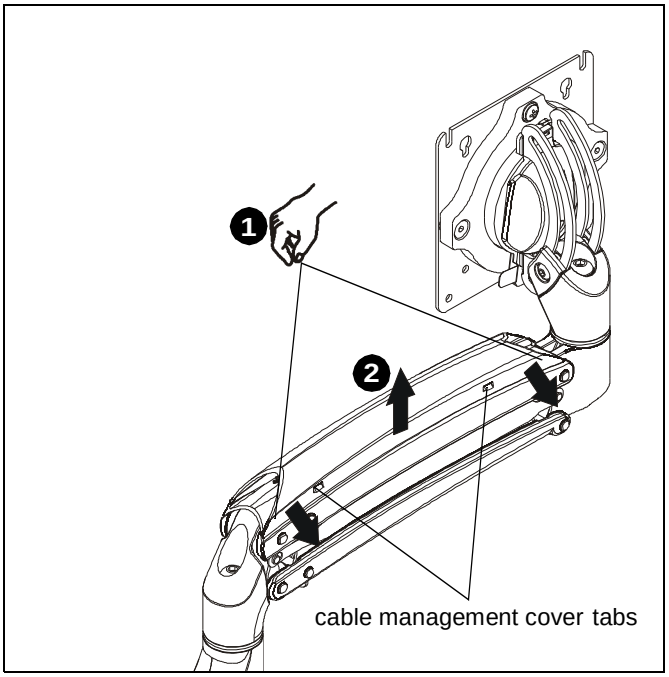
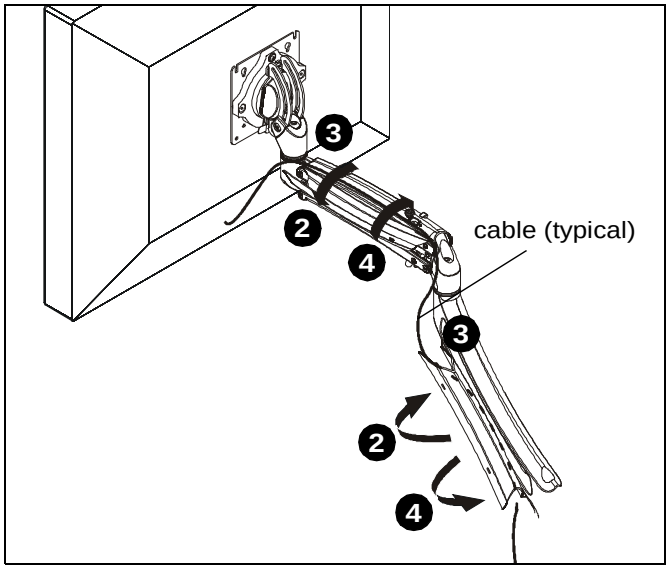

Figure 25
Figure 26
1. Press insides of cable management covers at both ends to unhinge tabs on either end of cable management cover on upper arm. (See Figure 25)
2. Lift cable management cover up until tabs are unhinged and cover is in the “open” position. (See Figure 25) and (See Figure 26)
3. Route cables through cable management channels. (See Figure 26)
4. Close cable management covers on monitor arm. (See Figure 26)